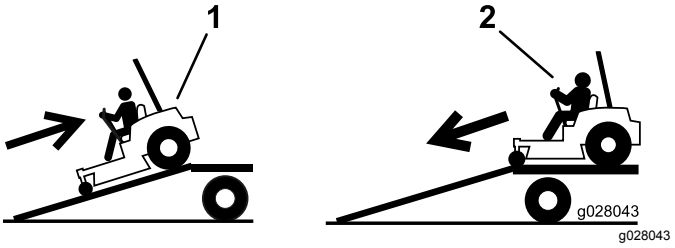

Figur 41
4. Rygg maskinen opp på rampen (Figur 41).
2. Kjør maskinen fremover ned fra rampen (Figur 41).